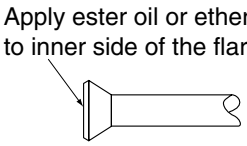

Fig. 15
- When connecting the flare nut, apply ether oil or ester oil only to inner side of the flare, and spin 3-4 times before screwing in. **(Refer to Fig. 15)**